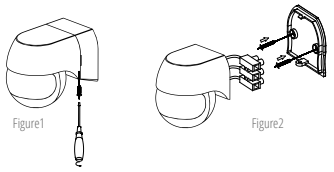

Figure1 — Figure2
- Loosen the screw in the back and unload the bottom (refer to figure 1).